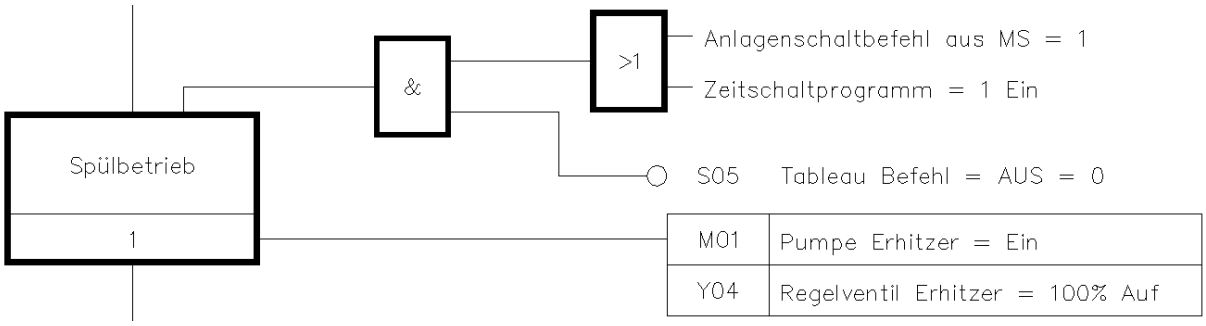

Bild 25.20 – Zustand *Spülbetrieb:* Nur die geänderten Aktionen sind noch zu beschreiben.
- Mit Hilfe von *Zustand Aktion* fügen Sie nun noch – wie gehabt – die beiden *Aktoren* ein, die diesen vom vorhergehenden Zustand unterscheiden: Es sind dies die *Pumpe M01* und das *Regelventil Y04* des Vorerhitzers (Abb. 25.20).